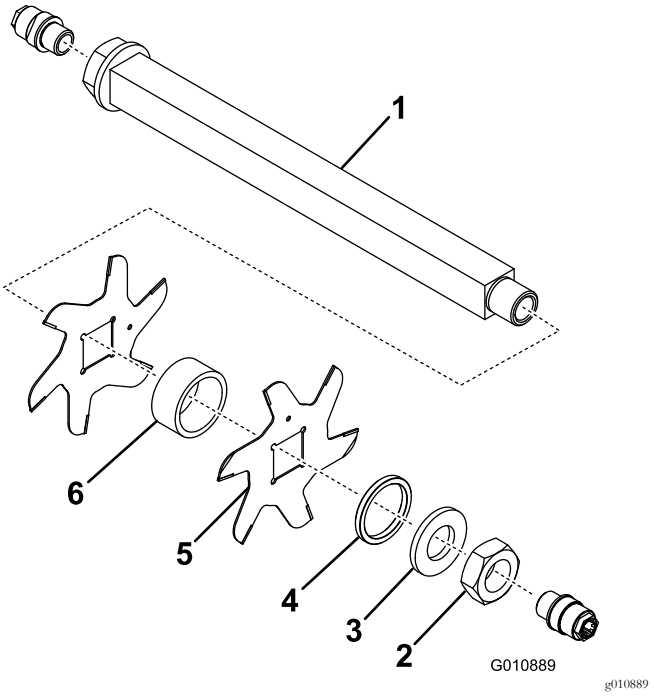

Figur 17
3. Fjern den lille afstandsbøsning, spændeskiven, knivene og de store afstandsbøsninger. Rens og smør den firkantede aksel med et tyndt lag fedt for at forenkle monteringen (Figur 17).